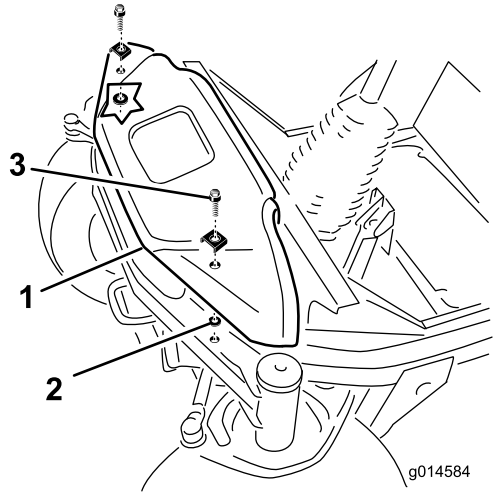

Figura 5
1. Rimuovete i (2) bulloni a testa flangiata che fissano il coperchio anteriore sulla parte superiore del ponte anteriore (Figura 5).